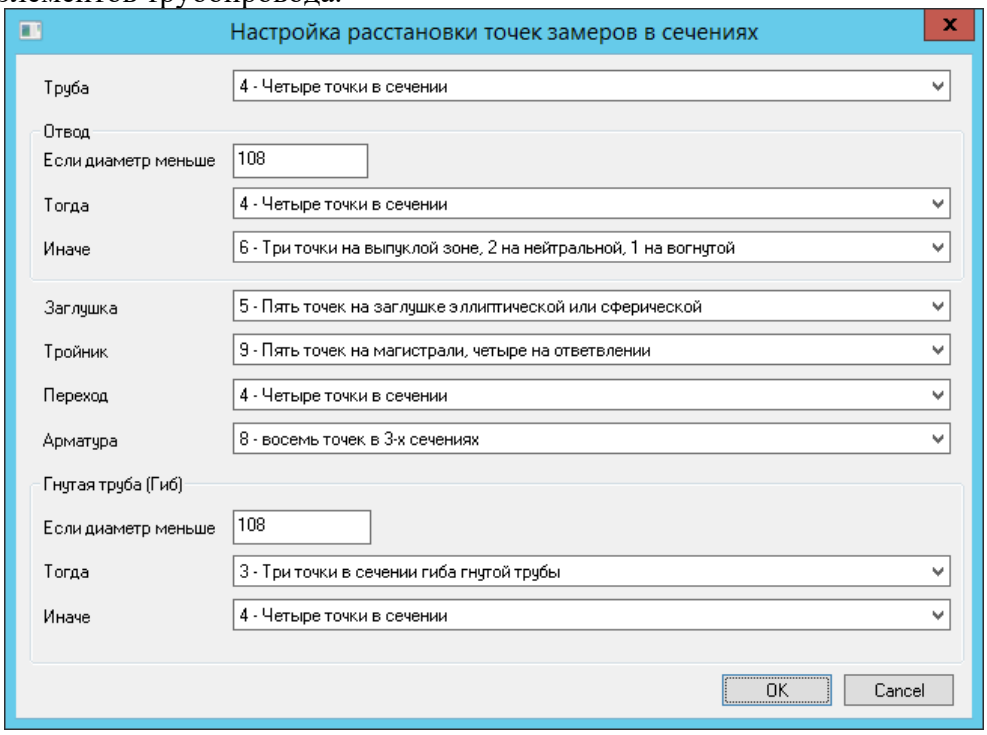

Рис. 1.8 – Диалоговое окно «Настройка расстановки точек замеров в сечении»
2.2.4. В появившемся диалоговом окне «Настройка расстановки точек замеров в сечениях» (рис. 1.8) в выпадающих списках выбрать необходимое количество точек в сечении для различных элементов трубопровода.
2.2.5. В диалоговом окне «Настройка расстановки точек замеров в сечениях» (рис. 1.8) нажать кнопку «ОК».